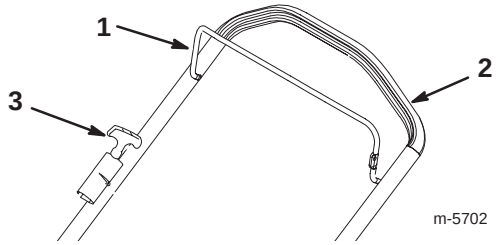

Figur 9
Starthandtaget och knivreglaget sitter på det handtag som visas i figur 9.
3. Håll knivreglaget mot handtaget (figur 9).
4. Drag lätt i starthandtaget tills du känner motstånd och drag det sedan kraftigt (figur 9). Låt snöret sakta gå tillbaka till handtaget.